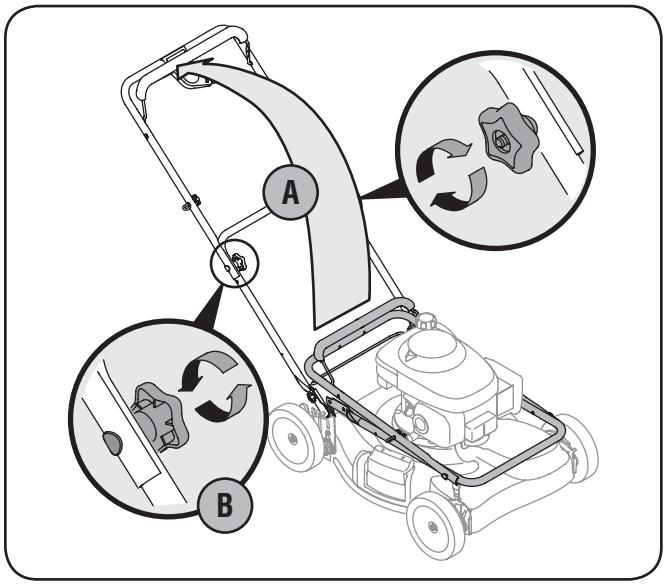

Figure 3-1
a. Pull up and back on upper handle as shown in Fig. 3-1. Make certain the lower handle is seated securely into the handle mounting brackets. Do not crimp cables while lifting the handle up.